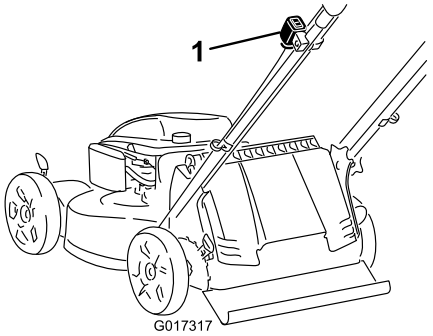

Figure 11
1. Si le commutateur d'allumage de votre tondeuse (Figure 11) est à bascule (avec une position marche (“I”) et une position arrêt (“Stop”)), poussez-le à la position “I”. Sinon passez à l'étape 2.